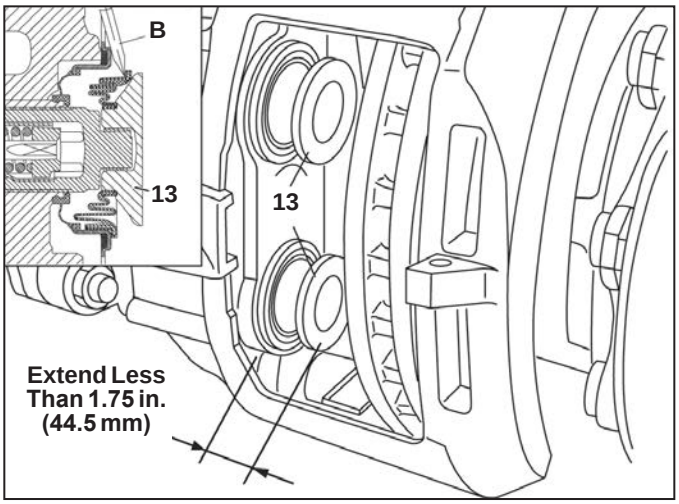
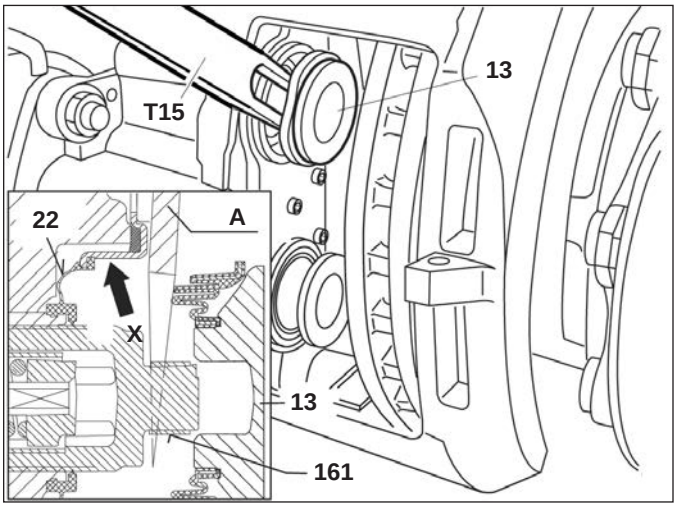

Figure 48 – Permitted Tappet Extension
Figure 49 – Wedge Tool Use
CAUTION: NEVER EXTEND THE TAPPET MORE THAN 1.75 in. (44.5 mm). *See Figure 48.* Over-extending the tappet will result in the tappet losing engagement with the threads of the synchronizing mechanism. Since the mechanism can only be set at the manufacturing plant, the *caliper/carrier assembly must be replaced* if this happens.
5.5.4 *See Figure 48*. Extend the tappets – less than 1.75 in. (44.5 mm) – by turning the shear adapter (61) clockwise. A screwdriver (*callout "B" in Figure 48 inset*) should be used to move the boot and allow the wedge fork (*"A" in Figure 49*) to be inserted.
CAUTION: DO NOT INSERT THE SCREWDRIVER MORE THAN ¼ INCH. Take care not to damage the inner sealing face (*see arrow "X" in Figure 49*). Gouges or grooves will prevent a good seal and will require that the caliper be replaced.